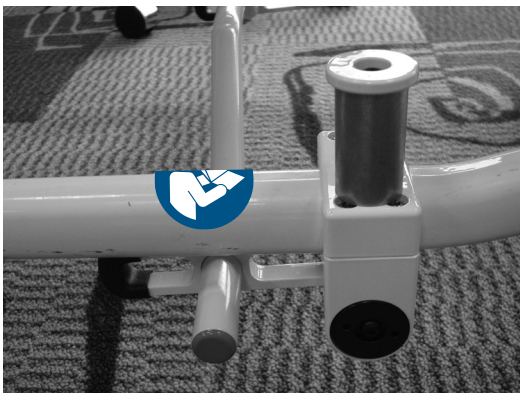

Figur 40
2. Användare 2 rullar bårvagnen lite framåt för att säkerställa att stödet fälls in på egen hand, såsom visas i Figur 40.